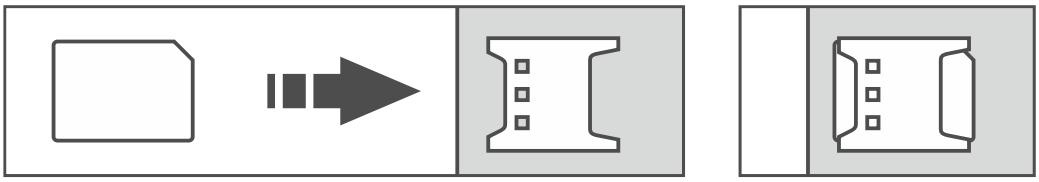

Abb. 17. Montage der nano-SIM-Karte.
3. Setzen Sie die SIM-Karte(n) in den/die Steckplatz(e) ein. (Abb. 17).